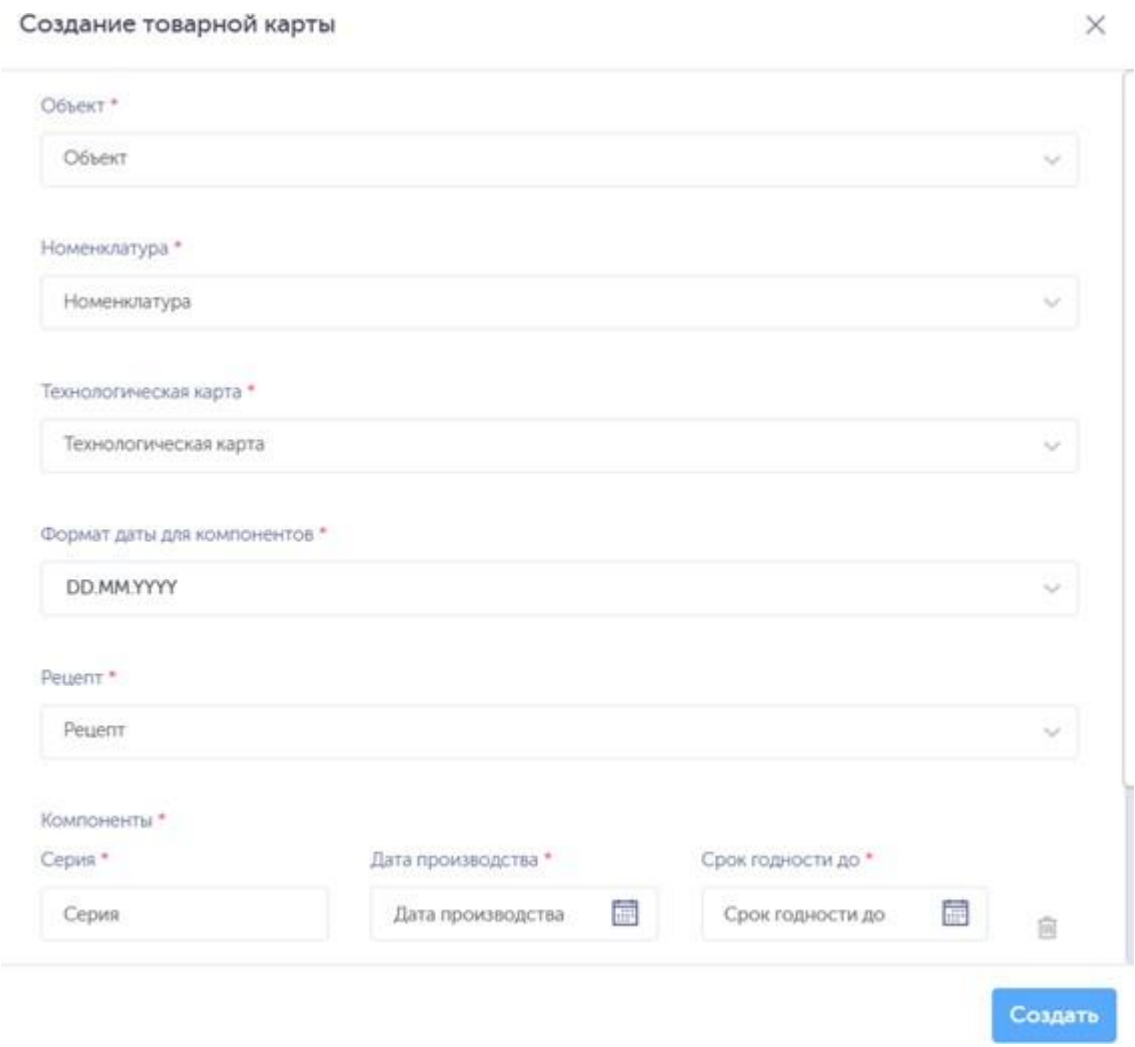

Рисунок 2-123
2) в открывшейся форме «Создание товарной карты» (Рисунок 2-123) заполнить соответствующие поля;